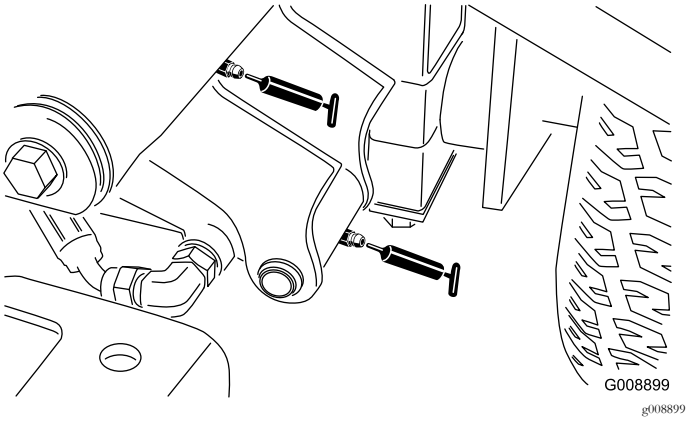

Figur 55
- Venstre fremre løftearmstapp og løftesylinder (2) (Figur 55)